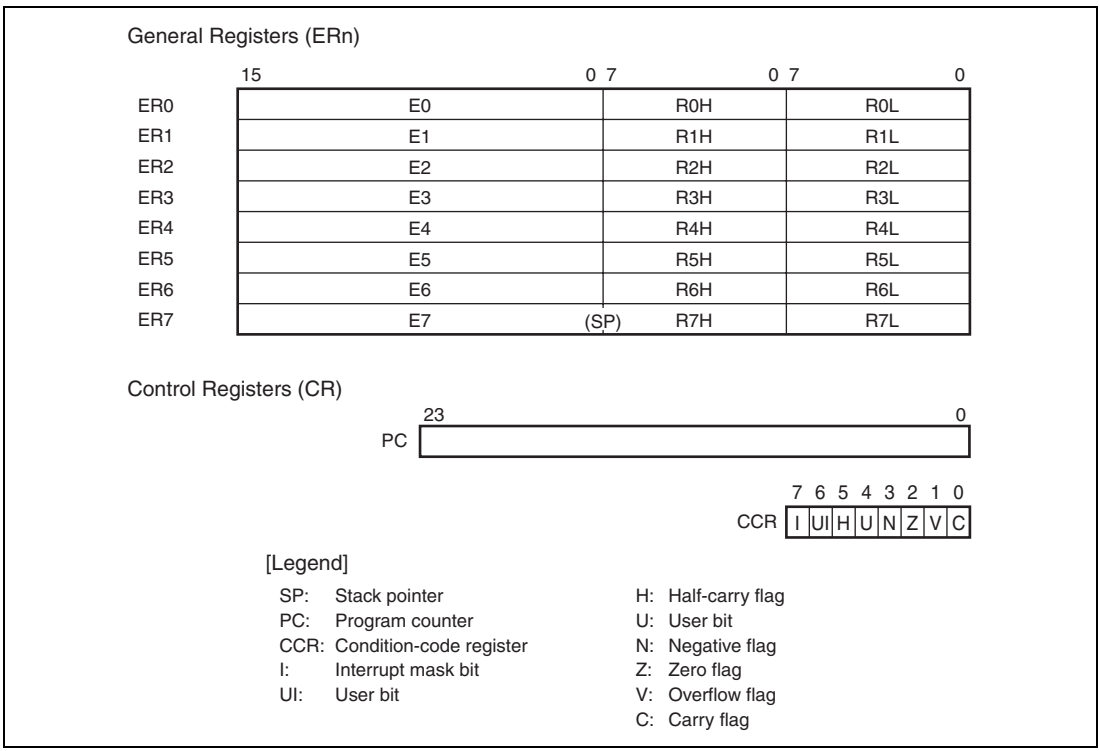

**Figure 2.2 CPU Registers**
The H8/300H CPU has the internal registers shown in figure 2.2. There are two types of registers; general registers and control registers. The control registers are a 24-bit program counter (PC), and an 8-bit condition-code register (CCR).